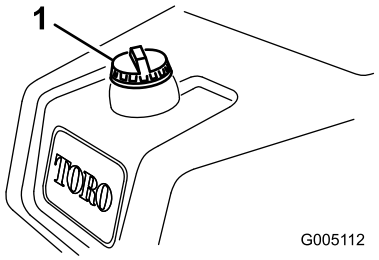

Figura 21
1. Limpie alrededor del tapón del depósito de combustible y retire el tapón (Figura 21).